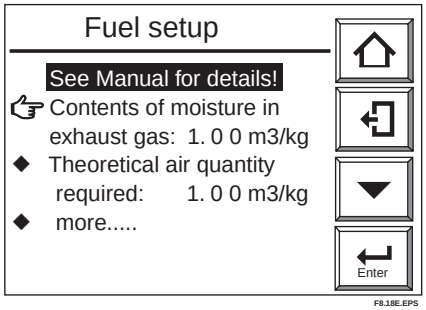
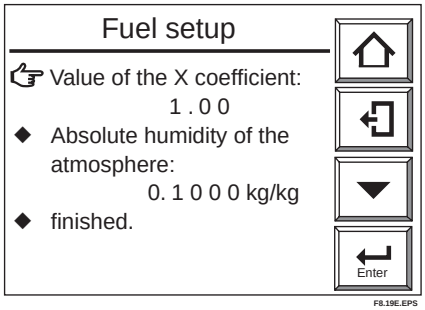

Figure 8.18 Fuel Setup
Figure 8.19 Fuel Setup
(1) Press the Setup key in the basic panel display to display the Execution/Setup display.
(2) Select Setup in the Execution/Setup display. The “Commissioning” (Setup) display then appears.
(3) Select Others in that display and then the Fuel setup shown in Figure 8.18.
(4) Choose the Theoretical air quantity and the Content of moisture in the exhaust gas in turn. The numeric-data entry display then appears. Enter numeric data using the numeric keys.
(5) Choose “more” in the Fuel setup display. The Fuel setup shown in Figure 8.19 then appears.
(6) Set the numeric data to the “Value of the X coefficient” and then to the “Absolute humidity of the atmosphere.”